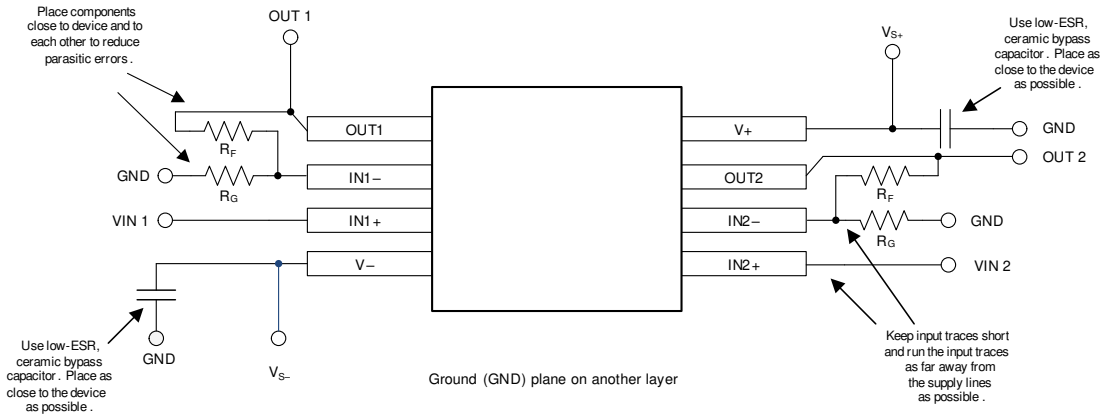

図 10-2. Layout Example
- Place the external components as close to the device as possible, as shown in 図 10-2. Keeping R_F and R_G close to the inverting input minimizes parasitic capacitance.